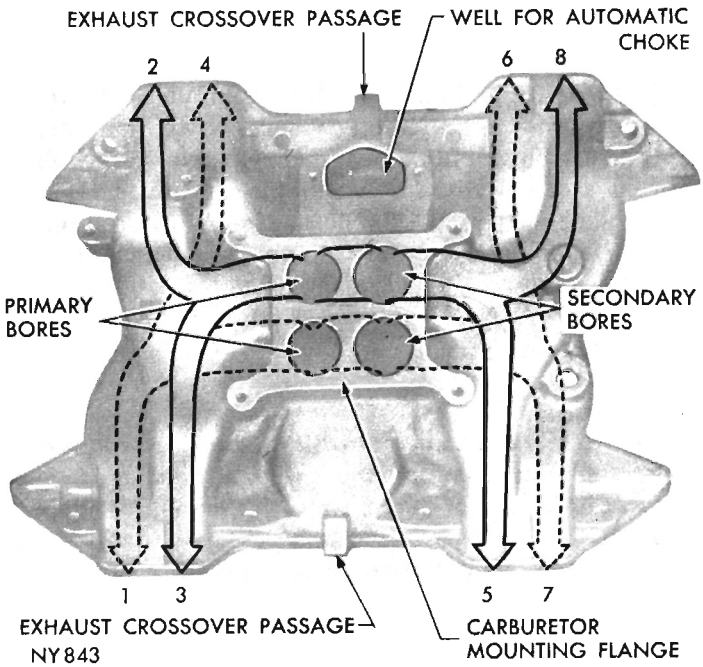

Fig. 16—Intake Manifold (383, 440 Cu. In. Engines)
(1) Clean manifold (Fig. 16) in solvent and blow dry with compressed air.
(2) Inspect exhaust crossover passages and pressure test for any leakage into intake passages.
(3) Inspect mating surfaces for parallelism.
(4) Use new gaskets when installing manifold. Reinstall manifold as outlined in Group 9, "Engine."